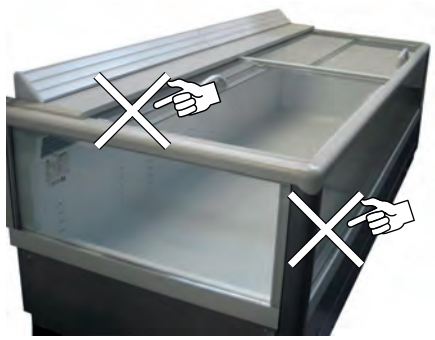

Fig. 12
- A mercadoria não obstrua o correto fluxo do ar refrigerado ("Fig. 12").